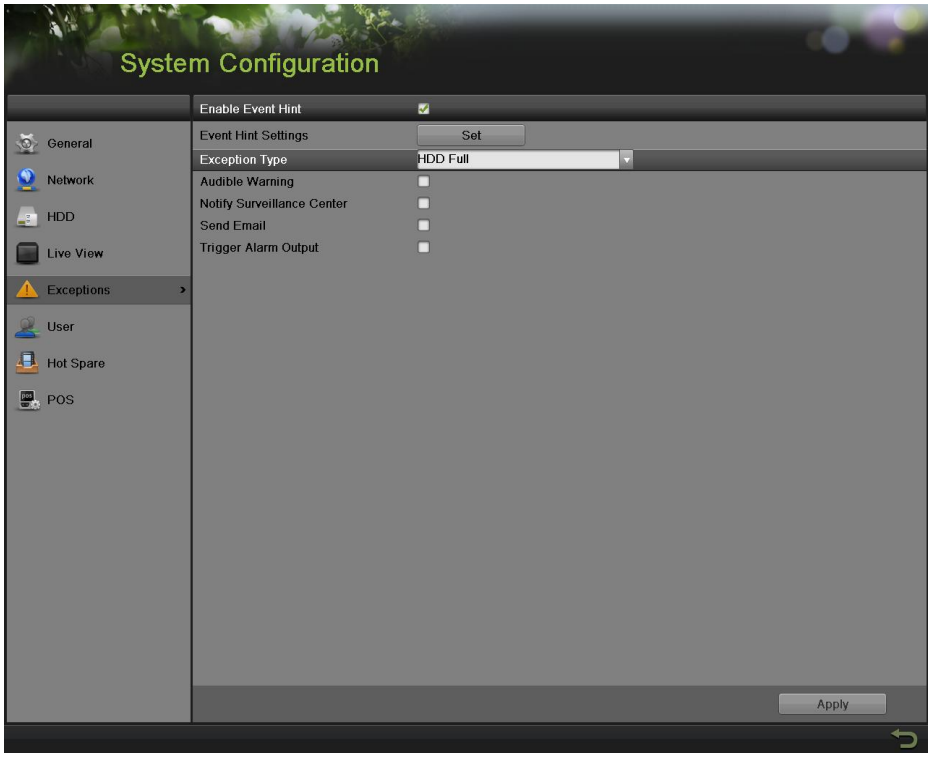

Figure 97 Exception Configuration Menu
5. Enter the Exception menu, shown in Figure 97 by going to Menu > System Configuration > Exception.